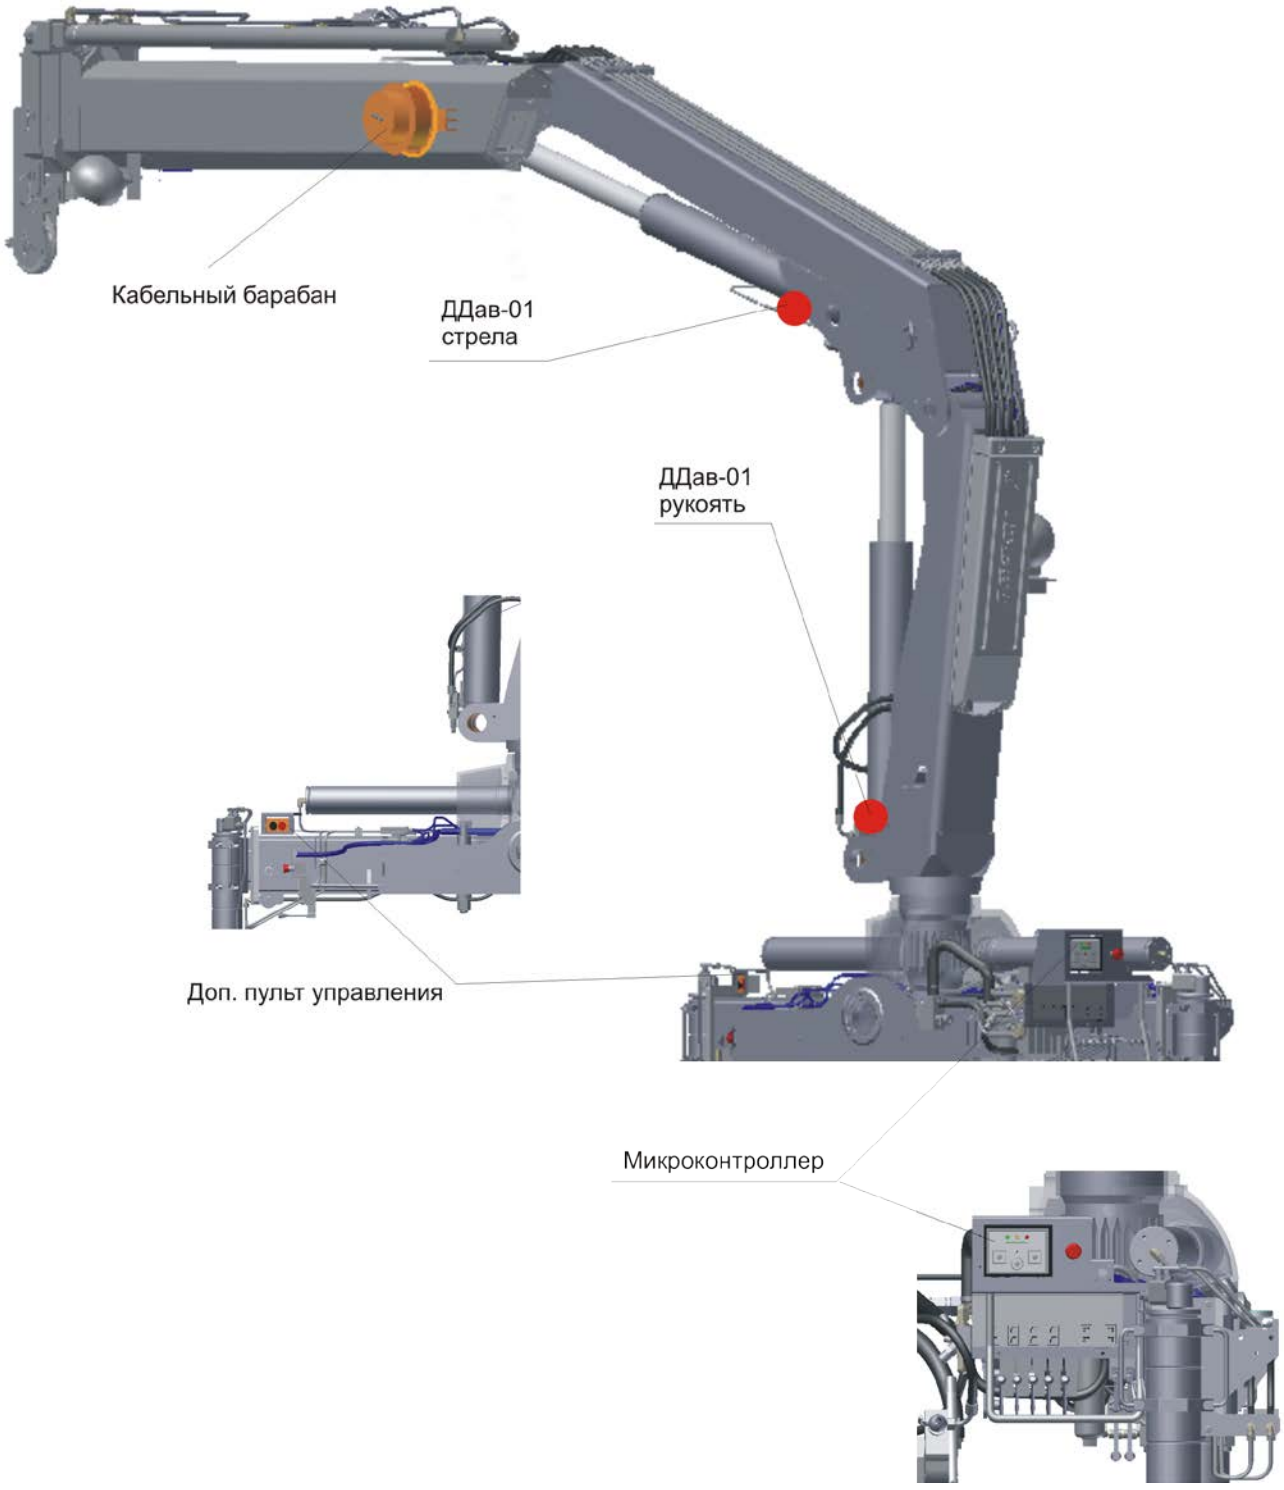

Рис. 4
7.1. Составные части системы АОГ размещаются и закрепляются на кране на заранее подготовленных местах в соответствии со схемой размещения Рис.4.
П1.8. Нажать кнопку 8 "Блокировка". Прозвучит звуковой сигнал, произойдет заполнение нижней шкалы 4 "Рукоять", Рис.4 и система перейдет в нормальный рабочий режим работы.